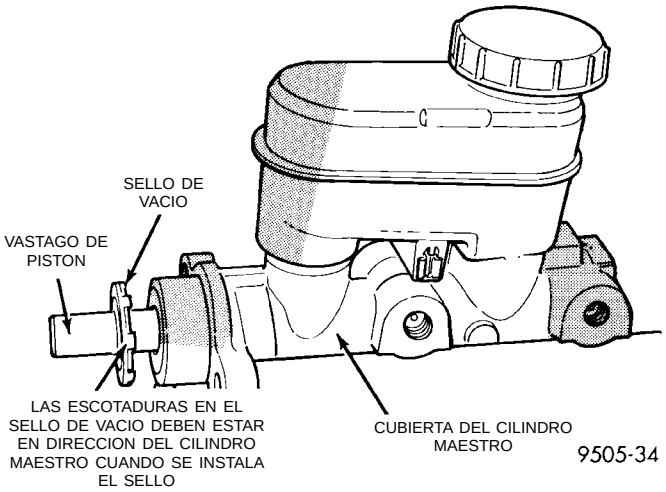
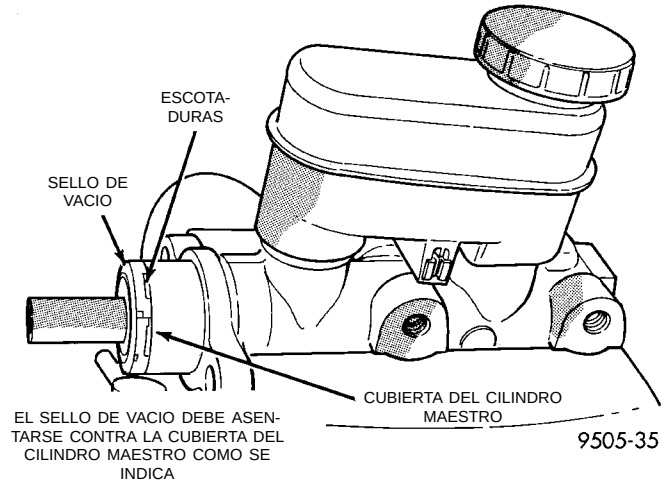

Fig. 110 Instalación del sello de vacío en el vástago de pistón del cilindro maestro
Fig. 111 Sello de vacío posicionado para la instalación del cilindro maestro
(2) Instale un sello de vacío en el vástago de pistón del cilindro maestro como se muestra en (Fig. 110), con las escotaduras del sello de vacío en dirección hacia la cubierta del cilindro maestro. Luego deslice el sello de vacío sobre el vástago de pistón del cilindro maestro hasta que el sello esté asentado contra la cubierta del cilindro maestro (Fig. 111) antes de instalar el cilindro maestro en el reforzador del vacío del servofreno.